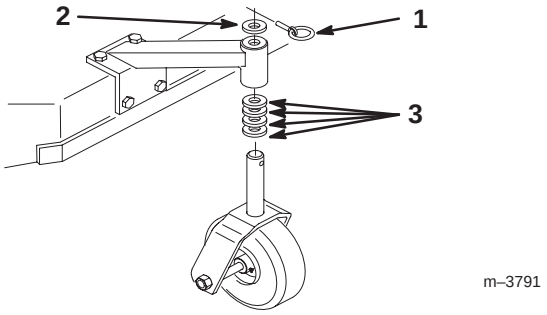

Figure 18
1. Using the Height-of-Cut Chart (on page 23), adjust the caster spacers to match with the axle hole selected (Fig. 18).
2. Remove the clevis pin, slide the caster from the support, and change the spacers (Fig. 18).
3. Install the caster in the support and insert the clevis pin (Fig. 18).